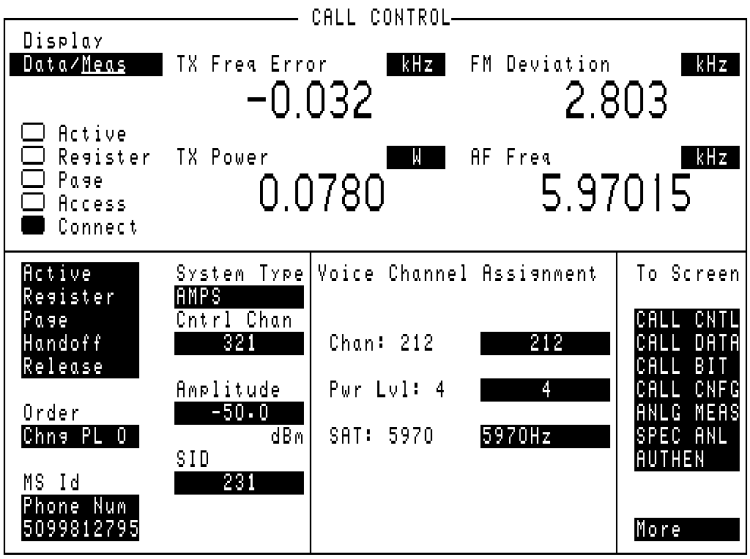

Figure 36 **CALL CONTROL Screen with Meas Selected**
- For system type AMPS, TACS, AND JTACS the following parameters are measured when the Test Set is in the connect state. See **Figure 36 on page 487**: